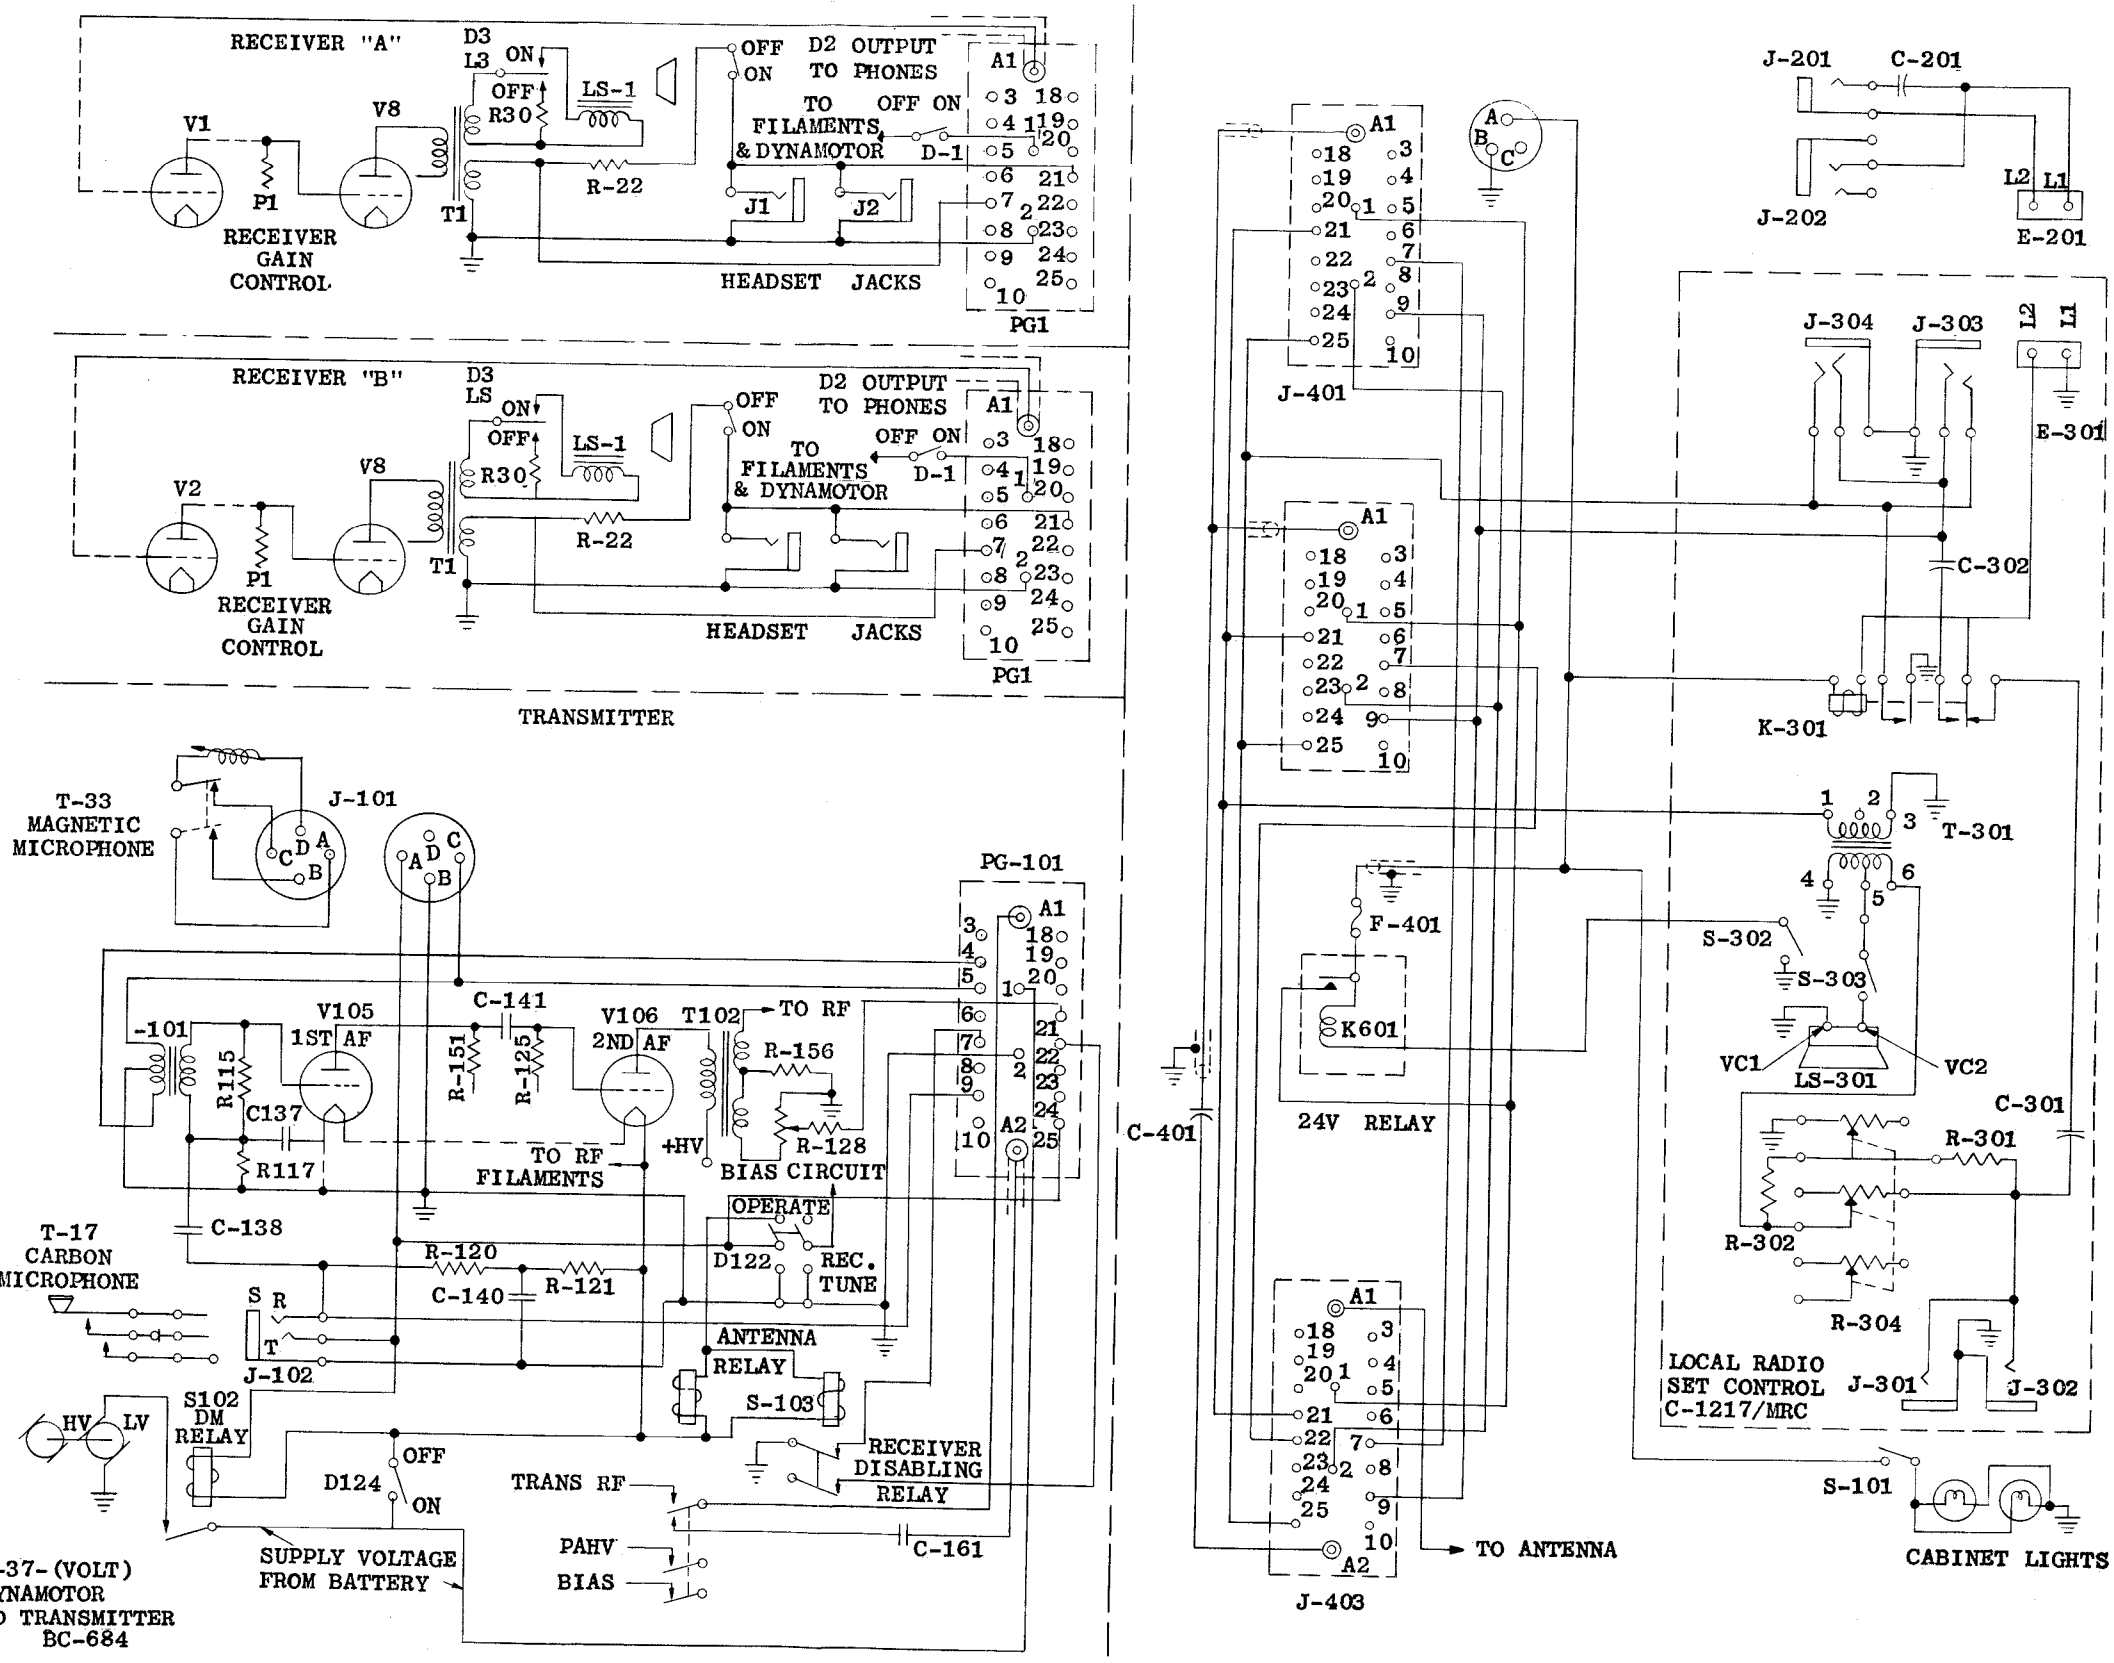

Figure 2-1. Radio Set AN/MRC-5C Control Schematic
3. ANALYSIS OF RADIO SET CONTROL CIRCUITS AN/MRC-5C (See Figure 2-1).
(1) Check moisture indicator mounted in the top-rear of the local radio set control box. If it appears pink, remove cover and dry out equipment (See Section 5, Paragraph 4 of this manual).
(2) Actuate the 24 volt d.c. power supply (See Table 1-3 for applicable operator's manual for Truck M38).
(3) Place the TRANS-REC switch of the local radio set control in the ON position. Power is now applied through K601 relay completing the circuit and sending power to the radio transmitting and receiving equipment in the cabinet (See Figure 2-1).